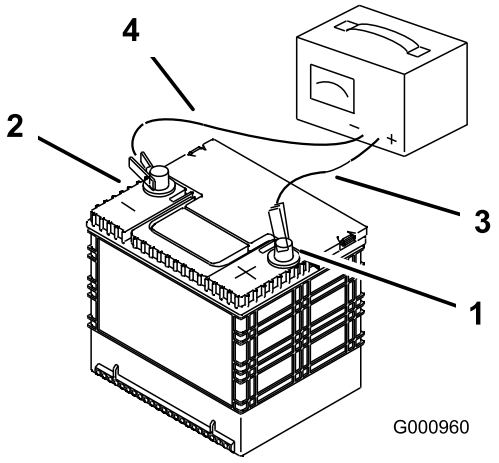

Figuur 47
2. Zodra de accu volledig is opgeladen, haalt u de acculader uit het stopcontact en maakt u vervolgens de oplaadkabels los van de accuklemmen (Figuur 47).